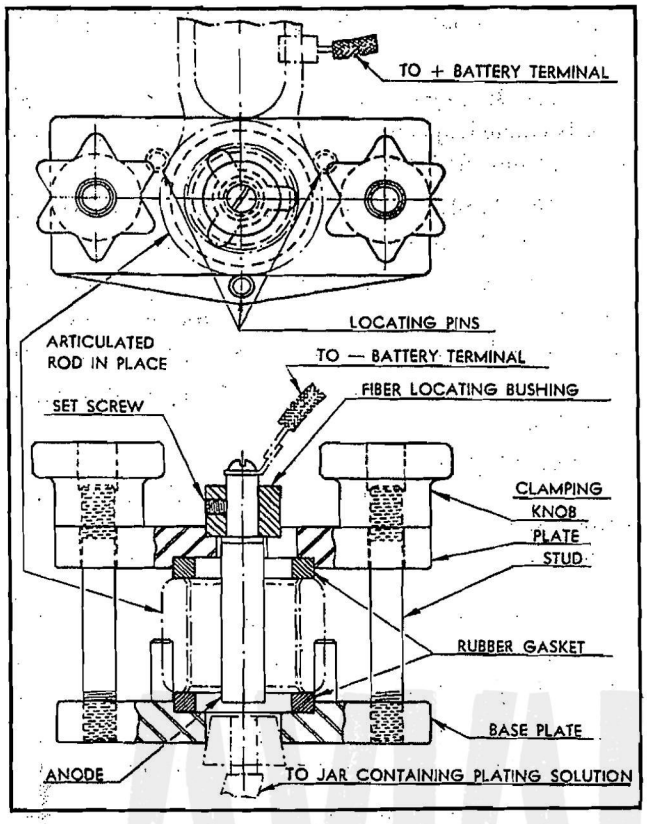

Figure 154—Fixture for Plating Articulated Rod Knuckle Pin Bushing
(c) A fixture for lead plating knuckle pin bushings may be procured under Tool No. 800975. Refer to Figure 154.
(h) A standard 6-volt storage battery may be used as a current supply. Connect the battery in series with a carbon pile rheostat and a standard 0-10 ampere ammeter. A voltmeter may be used in the circuit if desired, as a check on the current supply. The rod itself serves as a cathode, or negative electrode, a standard battery clip attached to the negative lead being used to make the connection to the rod. A pure lead anode or positive electrode (Tool No. 801337) is installed as shown in the sketch. Refer to Figure 154.
8. Place articulated rod on wooden holding fixture and install plating fixture (Tool No. 800975). Place one rubber gasket on bottom plate of plating fixture and place bottom plate over the knuckle pin end of the articulated rod with the locating pins around the outside diameter. Place the other rubber gasket over end of knuckle pin bushing and install top plate over the two studs on bottom plate. Clamp rod in position with the two hand nuts. Refer to Figure 154.